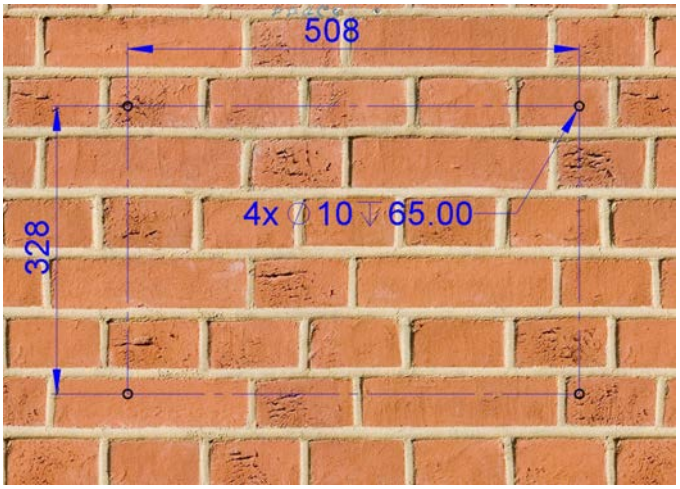

Figure 3-11 Drill holes and Install the Mounting rack on wall
3. Choice the hard wall and drawing 4 locating marks for M6x60 expansions bolts reference to Figure 3-11.